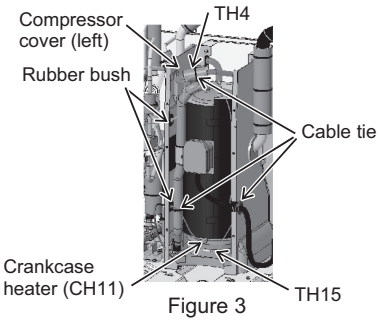

Figure 3
(3) Cut the three cable ties holding TH4, TH15 and Crankcase heater (CH11), and remove the wiring from the rubber bush on the left compressor cover. (See Figure 3.)